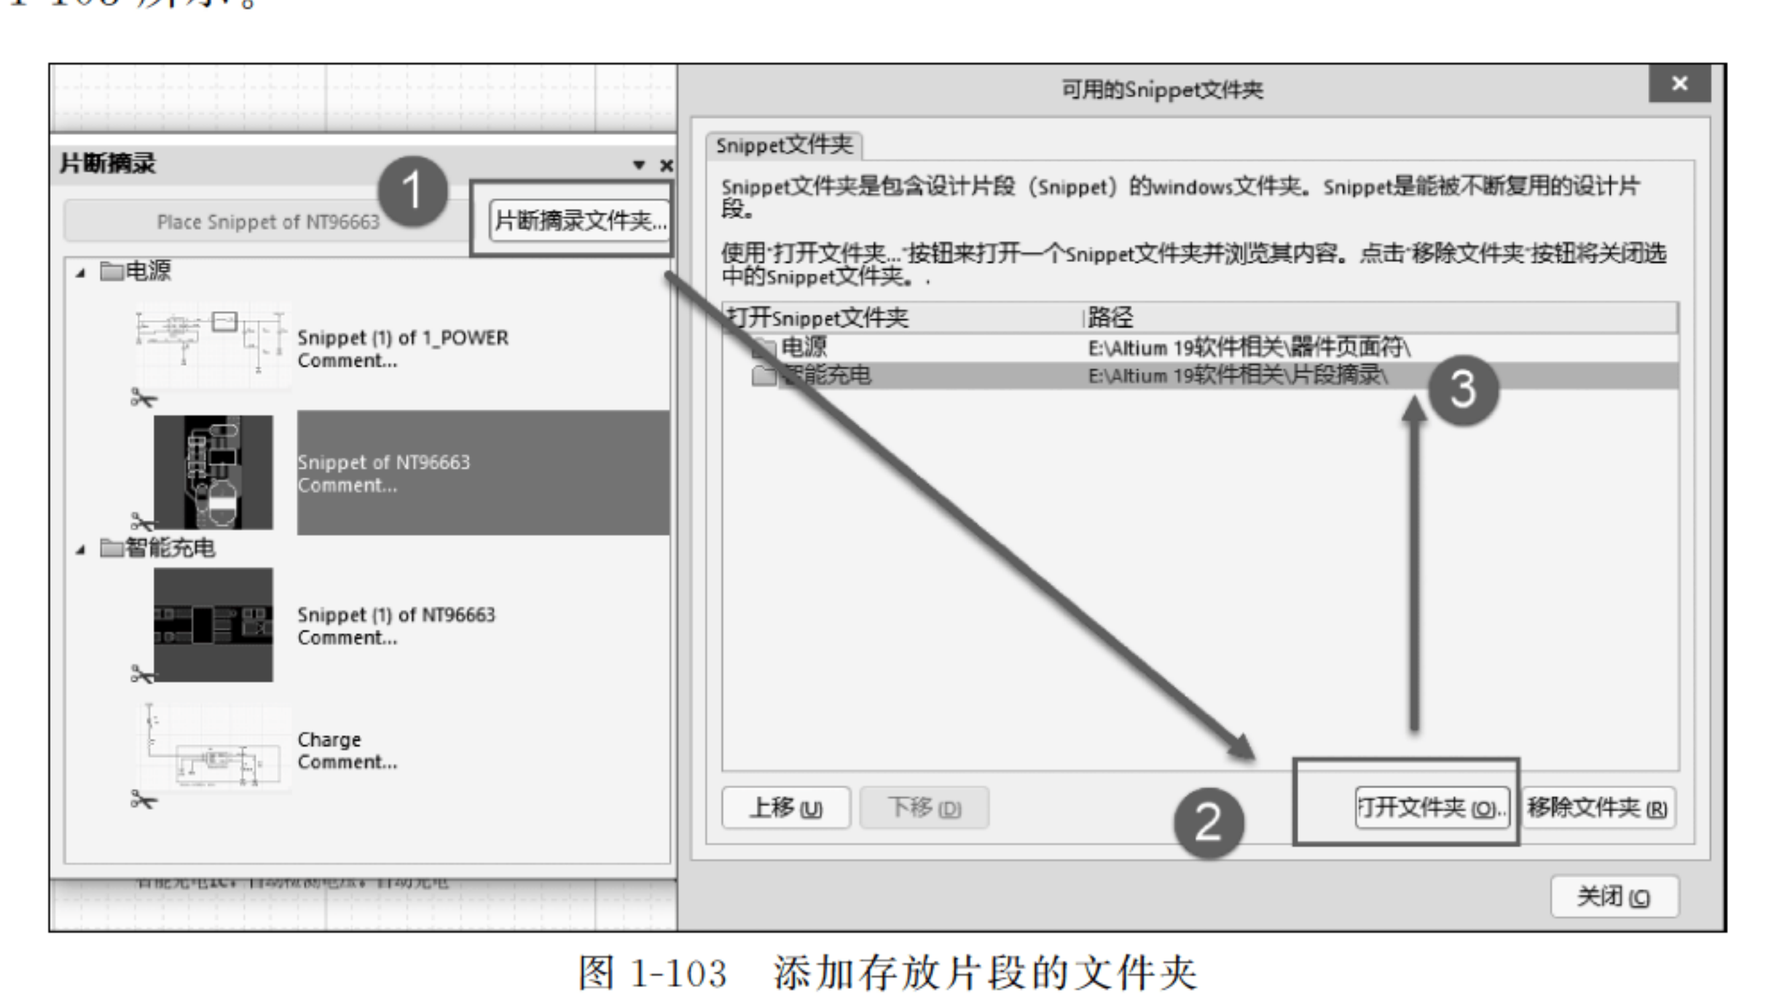

图 1-103 添加存放片段的文件夹
(2) 单击“片段摘录文件夹...”按钮，将创建好的存放片段的文件夹添加进来，如图 1-103 所示。